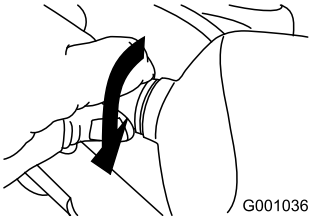

Figur 65
5. Vrid lampsockeln medsols tills den är ordentligt åtdragen (Figur 65).